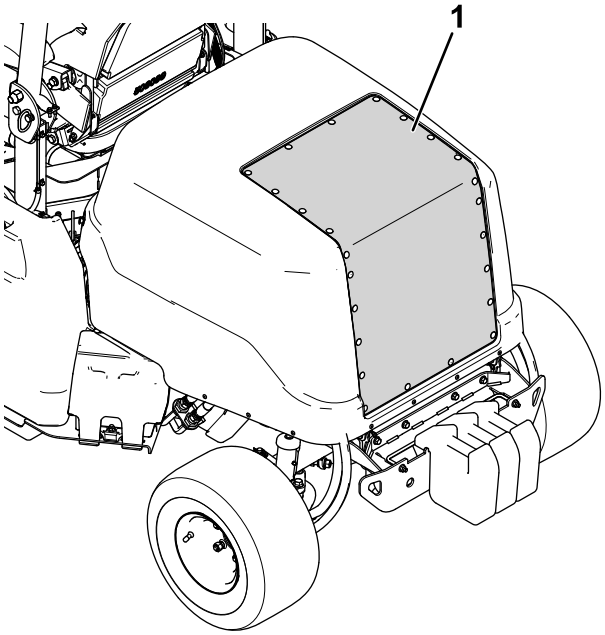

Figuur 71
2. Reinig het motorkapscherm met perslucht (getoond in Figuur 71). Richt de lucht uit de machine.